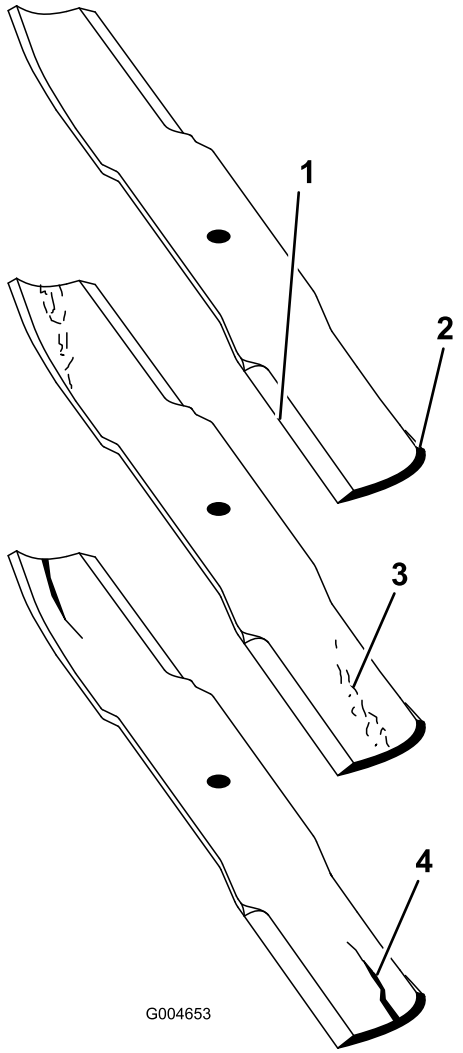

Bild 85
2. Prüfen Sie die Schnittkanten des Messers sorgfältig, insbesondere dort, wo die geraden Flächen die gebogenen berühren (Bild 85).
Hinweis: Da Sand und anderes reibendes Material das Metall abschleifen kann, das die flachen mit den gebogenen Teilen verbindet, müssen Sie das Messer vor jedem Einsatz des Rasenmähers prüfen. Wenn Sie Abnutzungen (Bild 85) feststellen, sollten Sie das Messer auswechseln.